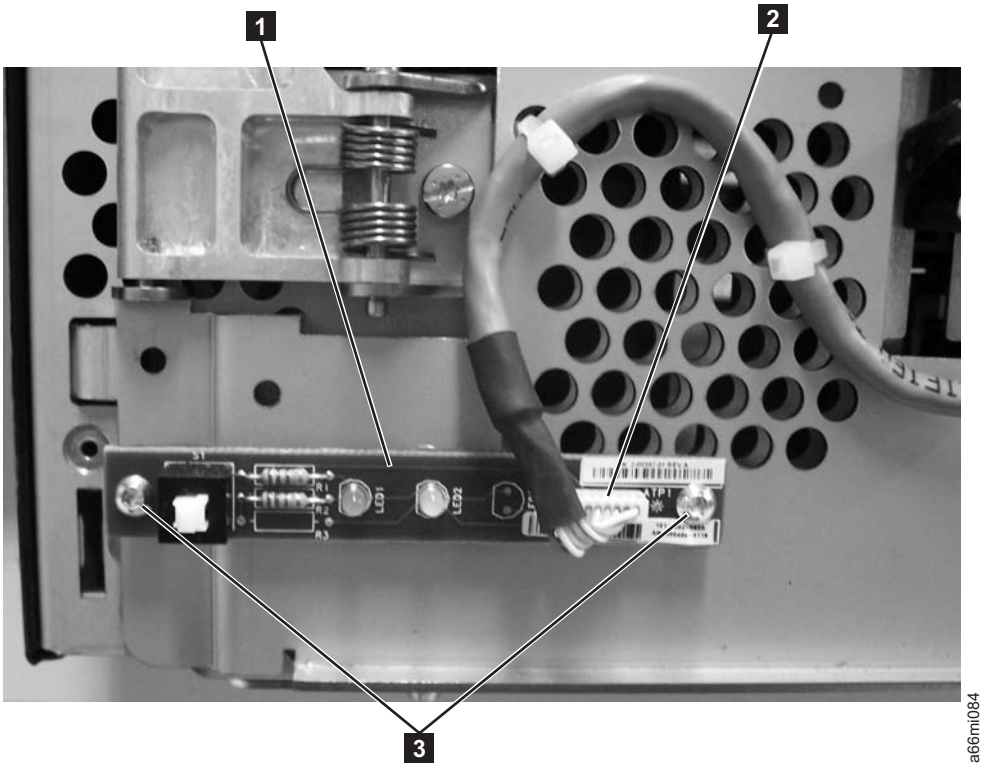

Figure 7-30. Power Switch/LED Board Assembly
The Power Switch/LED Board Assembly (**1** in Figure 7-30) contains the power ON/OFF button, power ON LED, and Operator Attention LED.
3. Disconnect the small white connector (**2** in Figure 7-30).
4. Remove the two screws (**3** in Figure 7-30).